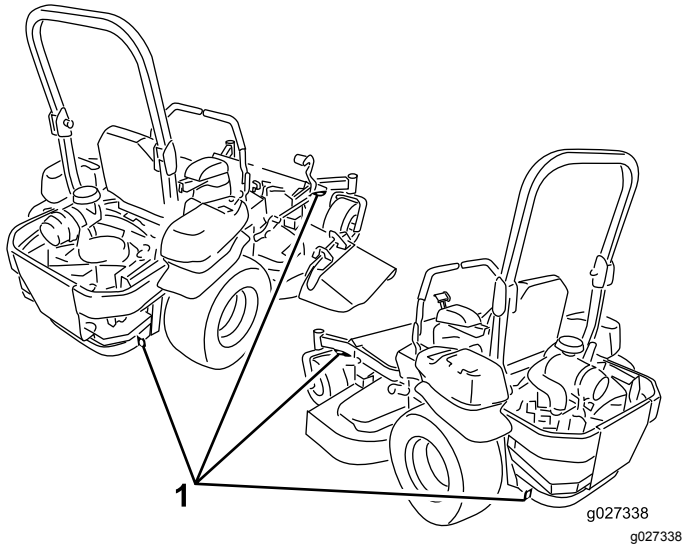

Figura 38
5. Utilice los puntos de amarre de la máquina para sujetarla firmemente al remolque o al camión con correas, cadenas, cables o cuerdas (Figura 38).